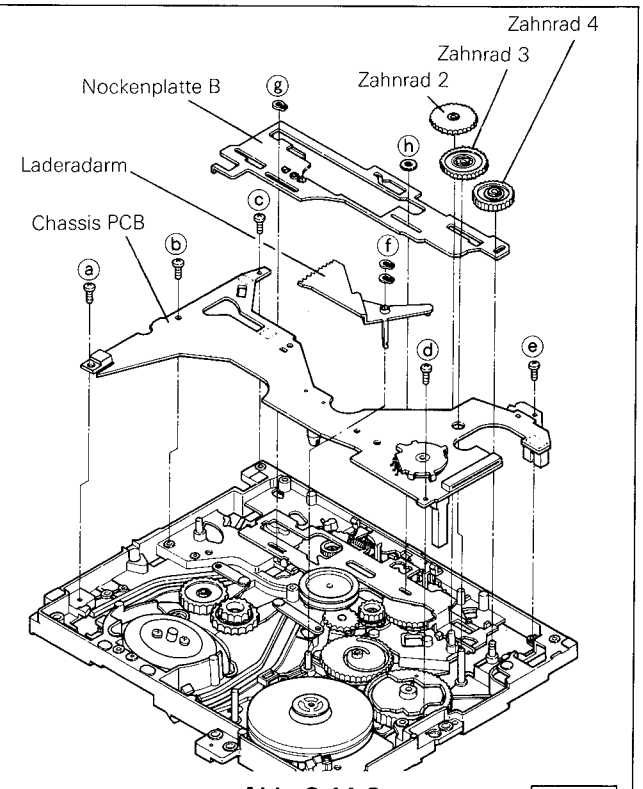
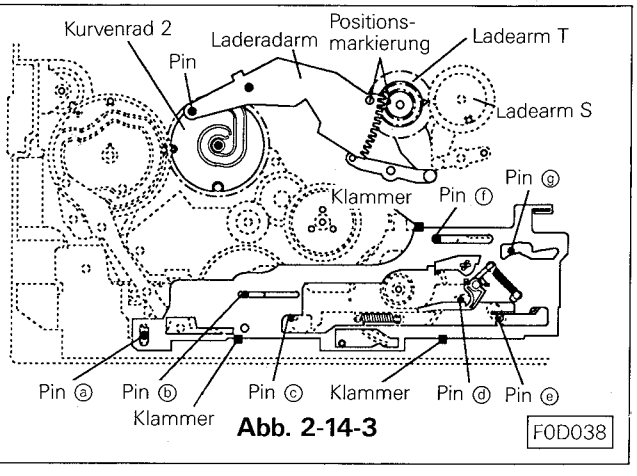

Abb. 2-14-2 F0D037
Abb. 2-14-3 F0D038
C. Die zwei Sicherungsring ⓕ und den Laderadarm entfernen. (Siehe Abb. 2-14-2)
E. Nach dem Lösen der Halter die Zahnräder F/L 2, 3 und 4 entfernen. Siehe Abb. 2-14-2.
F. Den Sicherungsring ⓖ und die Sicherungsscheibe ⓗ entfernen. Die drei Halter wie in Abb. 2-14-3 lösen. und Platte B siehe Abb. 2-14-2 entfernen.
G. Die fünf Schrauben (ⓐ, ⓑ, ⓒ, ⓓ und ⓔ) entfernen und die Chassis PCB ausbauen. (Siehe Abb. 2-14-2)
2-14-2 Einbau (siehe Abb. 2-14-2)
B. Die Platte B unter Beachtung der Positionspine (ⓐ, ⓑ, ⓒ, ⓓ, ⓔ, ⓕ und ⓖ) einsetzen (siehe Abb. 2-14-3). Die Platte B mit den drei Haltern, den Sicherungsring ⓖ und die Sicherungsscheibe ⓗ befestigen.
C. Die Markierungen am Ladearm T und am Laderadarm müssen übereinstimmen (siehe Abb. 2-14-3). Den Führungspin vom Ladearm in die Führung vom Kurvenrad 2 einsetzen und den Ladearm mit zwei Sicherungsring ⓕ sichern.
B. Wurde die Umlenkrolle auf der Aufwickelseite gewechselt, muß zuerst der Ladearm T eingebaut werden. (Siehe Abb. 2-14-2)